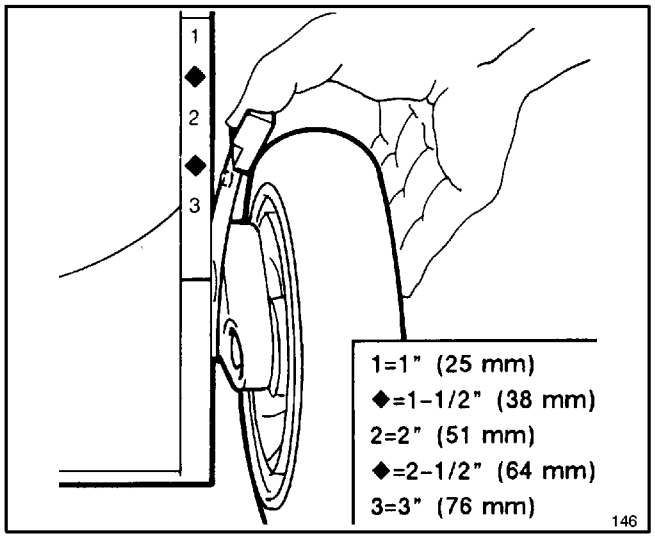

Abbildung 15
2. Zur leichteren Einstellung das Mähgehäuse anheben, damit das Rad mehr am Boden ist. **Dabei nicht mit der Hand unter das Gehäuse greifen.** Schnitthöhen-Einstellhebel zum Rad hin drücken und auf die gewünschte Schnitthöhe einstellen (Abb. 15). Sicherstellen, daß der Stift des Einstellhebels in die Nut am Gehäuse einrastet. Alle Räder auf die gleiche Höhe einstellen.